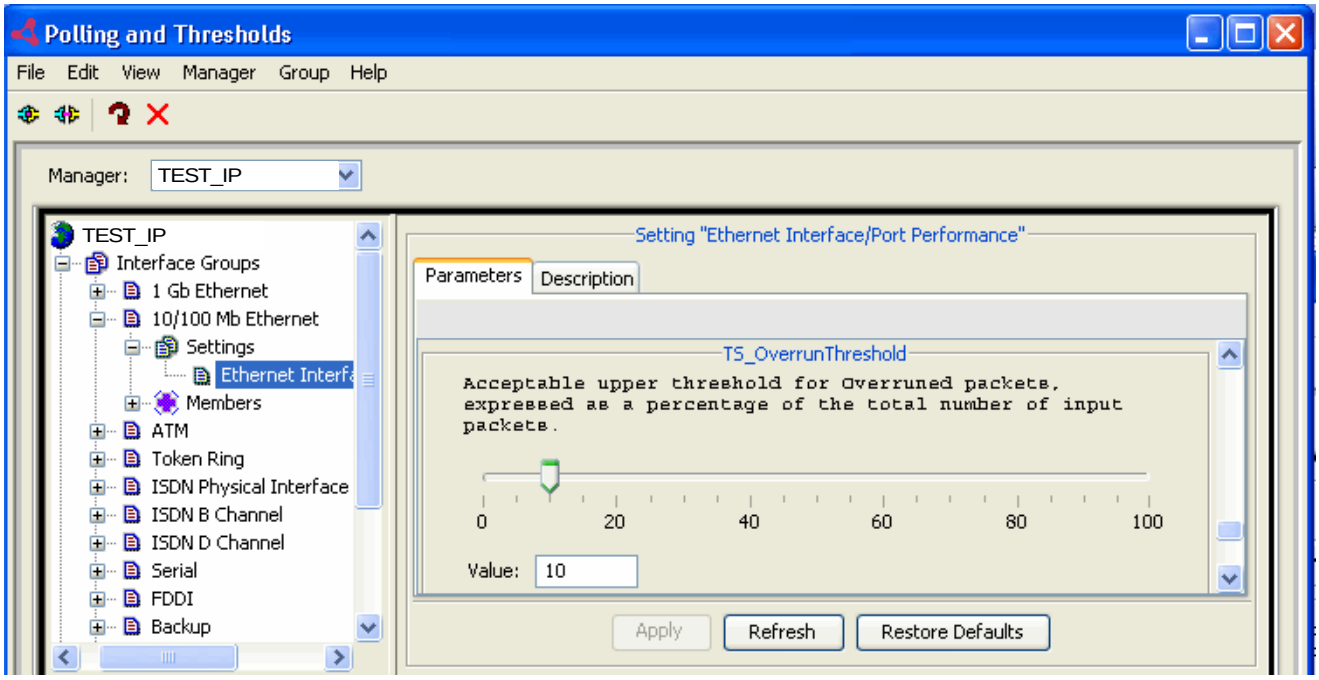

Figure 11 TS_OverrunThreshold attribute in the Thresholds tab
6. Verify that the value of the TS_OverrunThreshold attribute can be set as shown in Figure 11 on page 63.